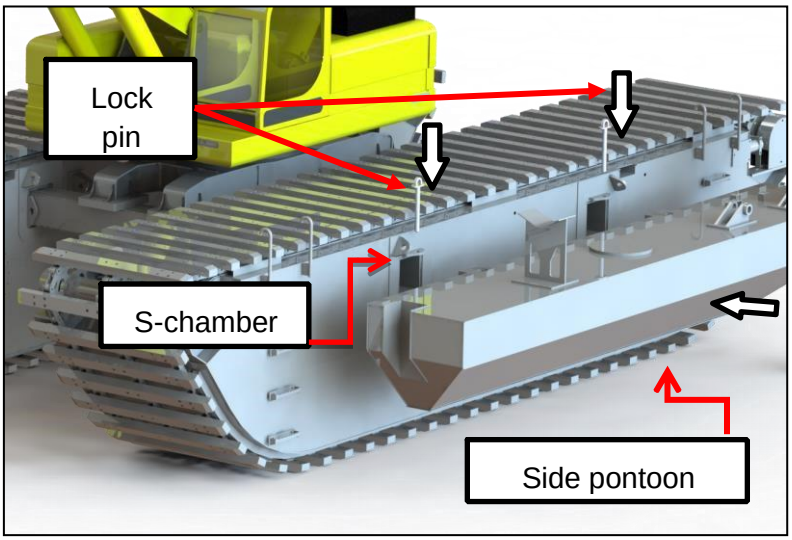

***Figure 6.10***
3. Lock the side pontoon by inserting the locking pin as shown in Figure 6.10.